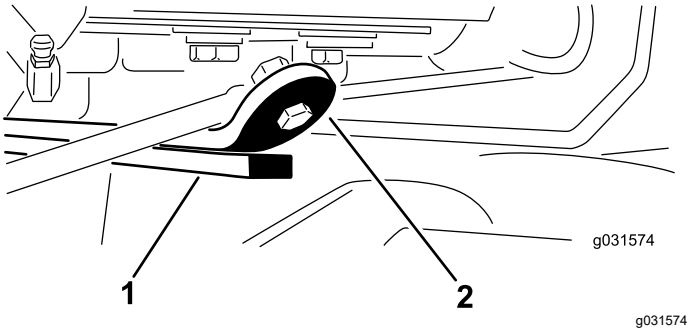

Figur 14
3. Starta motorn, höj klippenheterna och kontrollera att spelet mellan slitremmen överst på den bakre klippenhetens slitstång och stötdämparremmen är 0,51–2,54 mm (se Figur 14).